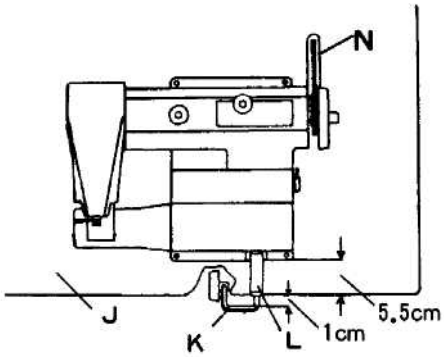

Рис. 2
2. Соедините передний конец длинного вала с коленоподъемником «K» и муфтой «L». Когда перекладина коленоподъемника будет находиться на расстоянии 1 см от торцевого края стола «J», зафиксируйте муфту (рис. 2).